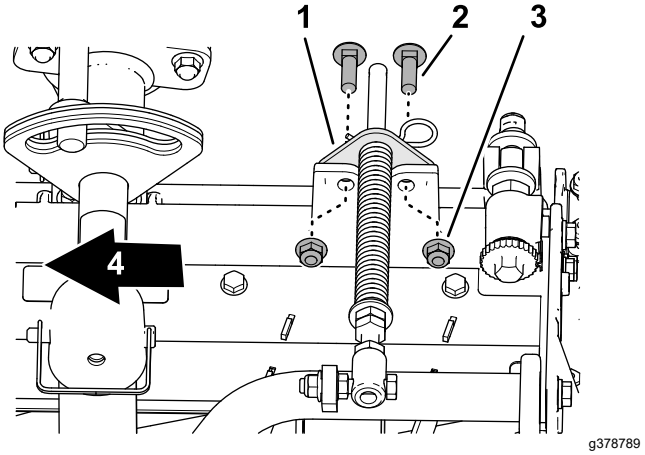

Figuur 20
5. Lijn de openingen in de gazoncompensatiebeugel uit met de openingen in het frame van de maai-eenheid (Figuur 20).